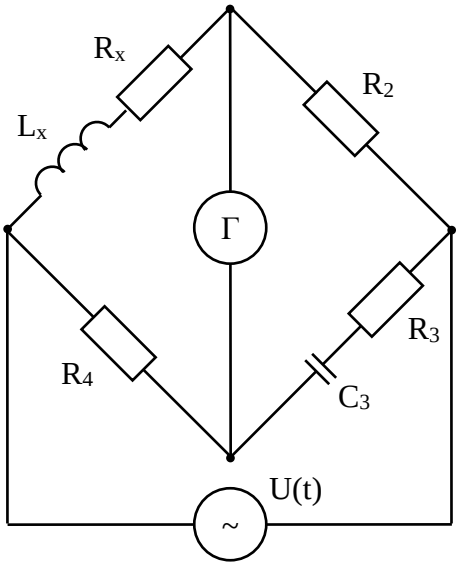

Рис. 8.
22. В схеме моста (рис. 8) измерение тангенса угла потерь $tg\delta_x$ катушки индуктивности осуществляется при следующих данных: плеча сравнения – C_3 = 0,1 мкФ и переменного резистора – R3 = 30 Ом. Какое значение добротности при частоте измерения 1000 Гц?